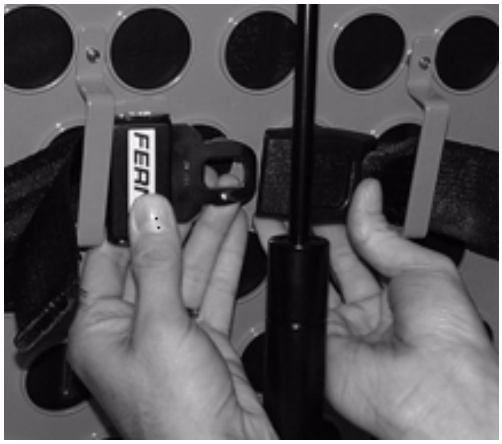

Afbeelding 51
4. Wikkel de riemen om de rugsteun en steek de uiteinden van de riemen door de beugels. Maak de gesp goed vast (zie Afbeelding 51).